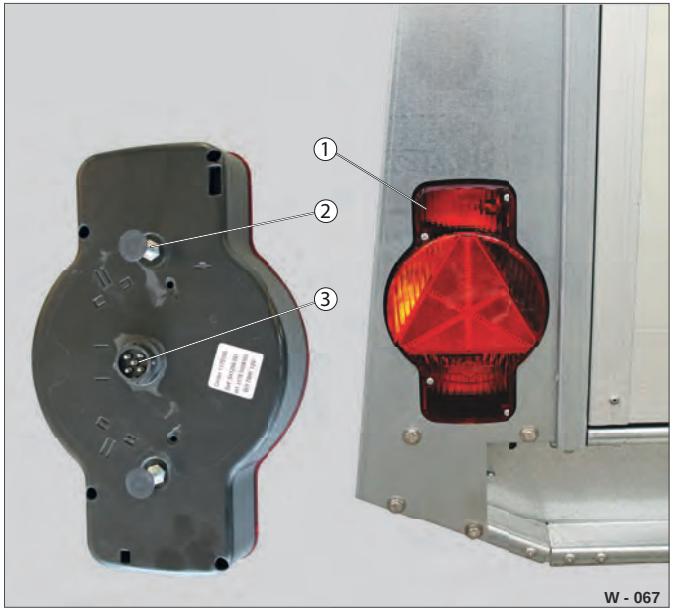

Fig. 69 Humbaur-baglygte (lodret)
- ▶ Løsn skruesamlingerne (Fig. 69 /2) og stikforbindelsen (Fig. 69 /3) til baglygten.
- ▶ Isæt den nye baglygte (Fig. 69 /1) - Vær opmærksom på udførelsen.